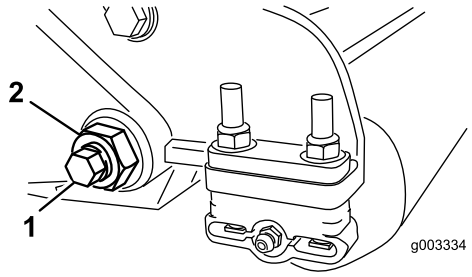
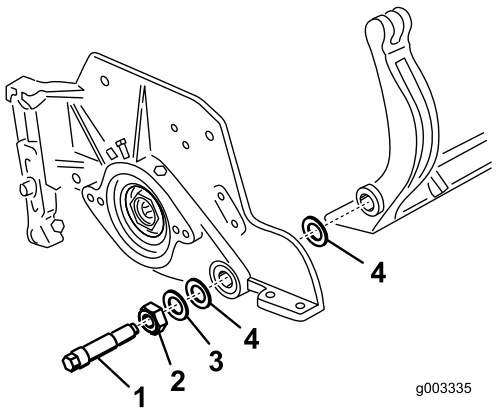

**Figur 27**
**Figur 28**
3. Løsn den låsemøtrik, som fastgør bundtværstangens bolt, på hver side af maskinen (Figur 27).
4. Afmonter bundtværstangens bolte, så bundtværstangen kan trækkes nedad og fjernes fra maskinen (Figur 27). Der skal være 2 nylonskiver og 1 præget stålskive på hver ende af bundtværstangen (Figur 28).
2. Fastgør bundtværstangen på hver sideplade med boltene (møtrikker på bolte) og 6 skiver. Der skal placeres en nylonskive på hver side af sidepladens nav. Anbring en stålskive på ydersiden af hver nylonskive (Figur 28). Tilspænd bundknivens bolte med et moment på 37-45 Nm. Tilspænd låsemøtrikkerne, indtil den udvendige stålskive holder op med at dreje, og endeslør er fjernet, uden at overspænde eller bøje sidepladerne. Indvendige skiver har muligvis et mellemrum.